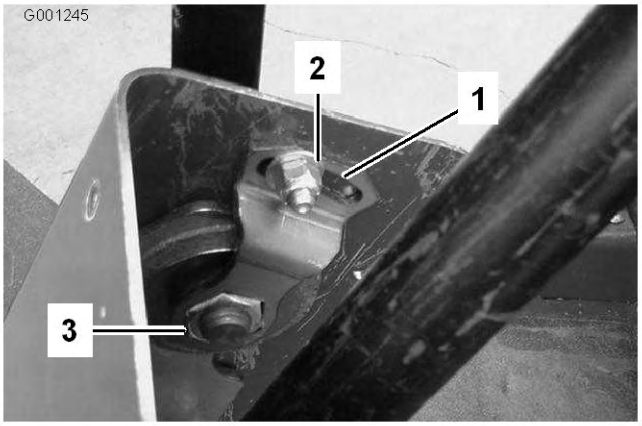

Figure 70
2. Faites coulisser le couvercle en haut de l'arbre de direction pour exposer le support de pivot (Figure 70).
3. Desserrez le petit écrou et tournez le support de pivot jusqu'à ce qu'il serre le gros écrou situé dessous (Figure 70).